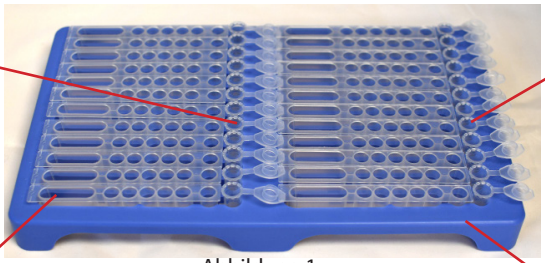
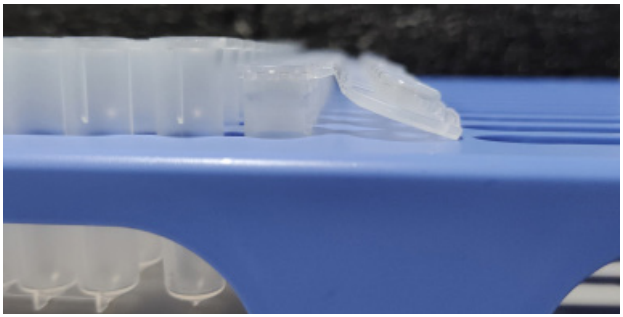

Abbildung 1
Abbildung 3
3. Entfernen Sie vorsichtig die Folie von den Reagenzkartuschen und legen Sie diese umgehend und zusammen mit den Elutionsröhrchen in die entsprechenden Positionen auf das blaue Tablett (Abbildung 1).
5. Stellen Sie sicher, dass die Elutionsröhrchen offen positioniert sind, wobei die Kappen rechts vom Röhrchen ausgerichtet und nach unten gedrückt sind (Abbildung 3). Wenn sich auf der rechten Seite eine weitere Reagenzkartusche befindet, stellen Sie sicher, dass die Kappen des Elutionsröhrchens unter der Lippe der ersten Vertiefung stecken, wie in Abbildung 1 gezeigt.